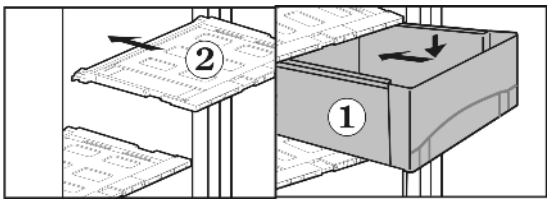

Fig. 12
▶ Установите крышки выдвижного ящика *Fig. 12 (2)*: поперечные ребра крышки выдвижного ящика вставьте снизу в задние направляющие, защелкните спереди фиксатор в направляющей.
▶ Выдвижные ящики *Fig. 12 (1)* установите на направляющие и вдвиньте полностью до ясно слышимого защелкивания.